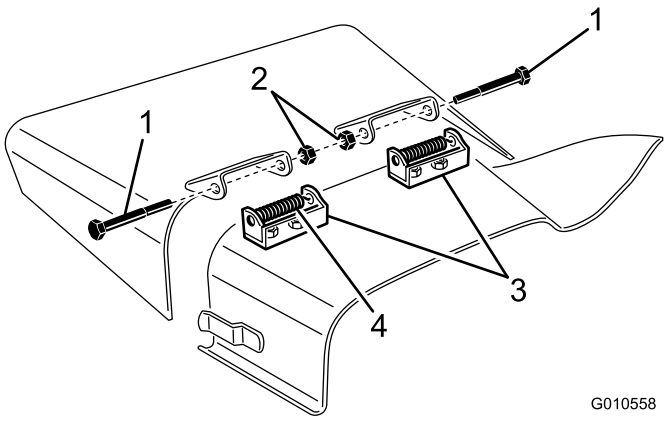

Figur 27
2. Ta bort de två bultarna, låsmuttrarna och fjädrarna som fäster utkastarfästena på tappfästena (Figur 27).
3. Ta bort tappfästena genom att avlägsna vagnsbultarna och muttrarna (Figur 27).